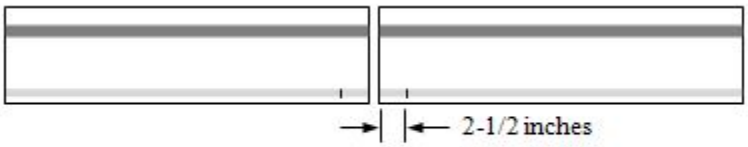

Figure 110J *Heat Measure Marks*
Step 1: Place a mark on both sides of the rail base of each rail, 2-1/2 inches from the end of each rail. (See Figure 110J) This is where to check the rail end temperature during preheating with a 450ºF temp-stick only. Do not pack beyond these marks.